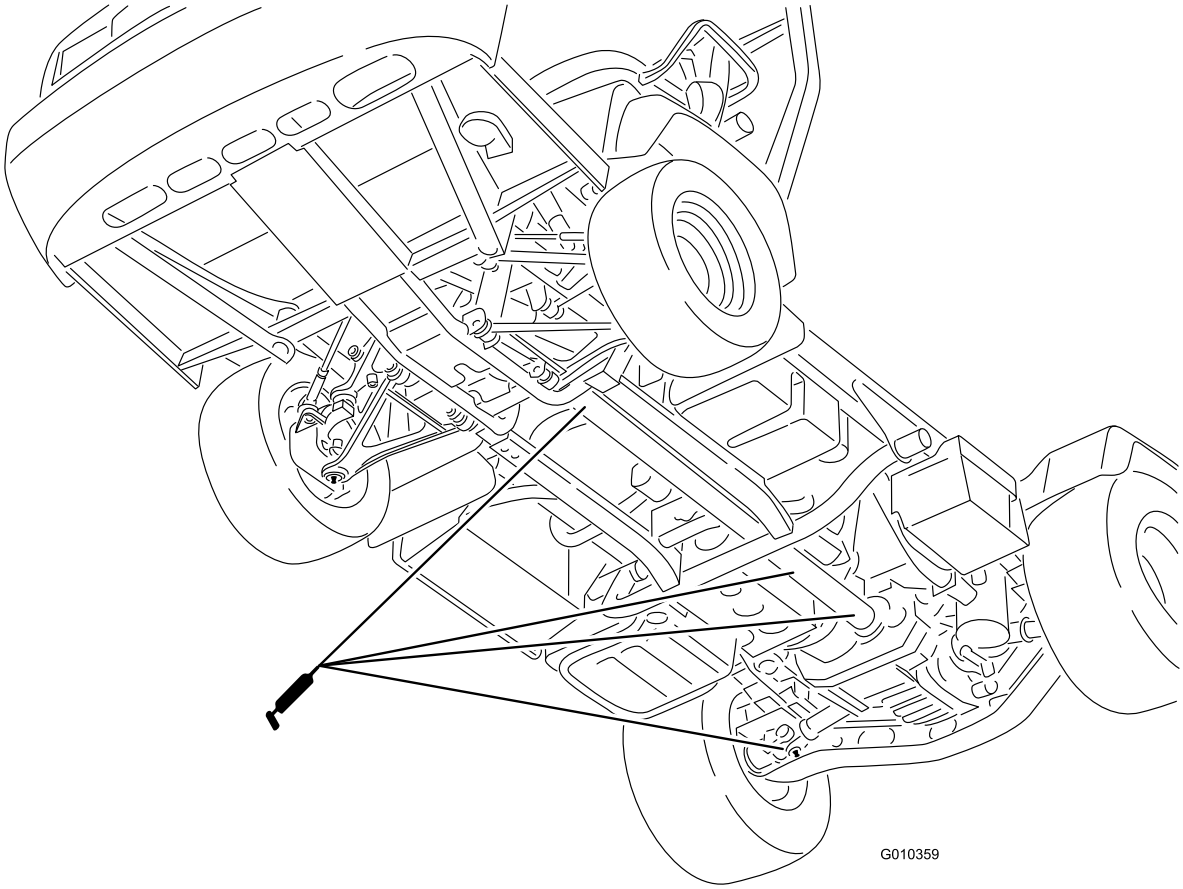

**Figur 41**
- U-ledd (18) og drivaksel for firehjulstrekk (3) (Figur 41)